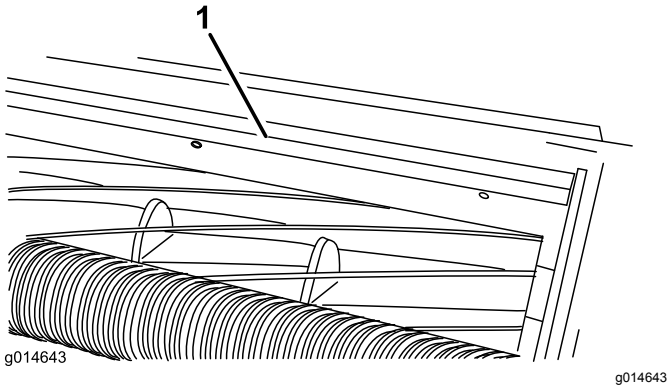

Figur 19
1. Lossa de skruvar som håller fast den övre stången (Figur 19) på klippenheten.